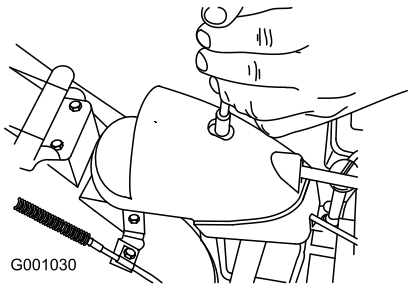

Figuur 49
1. Verwijder de bevestiging van het tandwieldeksel (Figuur 49), til de voorkant van het deksel omhoog, schuif het achteruit en verwijder het.